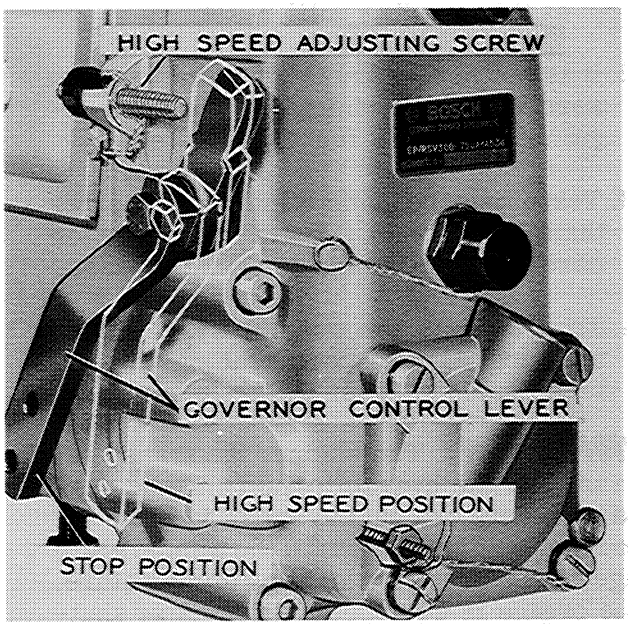

Figure I-65
1. Set the engine throttle in the No Load (High Idle) Speed Position. Check the position of the Governor Control Lever. The Governor Control Lever should be against the high speed adjusting screw, Figure I-65.